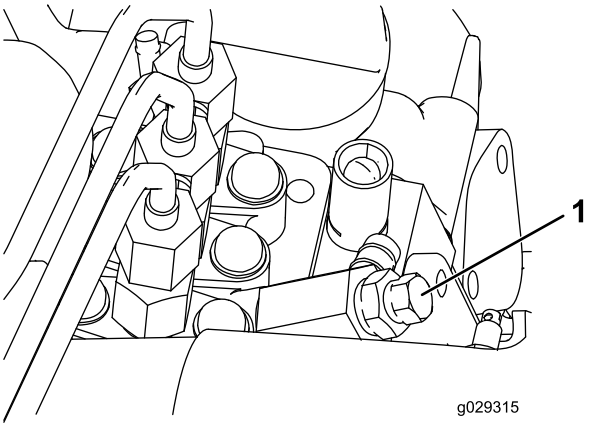

Rysunek 30
3. Odkręć śrubę odpowietrzania na pompie wtryskowej paliwa (Rysunek 30).